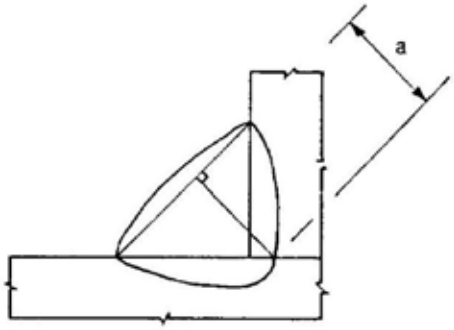

**Bild 4.4 — Kehlnahtdicke bei tiefem Einbrand**
- ***Bei der Bestimmung der Beanspruchbarkeit einer Kehlnaht mit tiefem Einbrand kann eine vergrößerte Nahtdicke berücksichtigt werden, siehe Bild 4.4, wenn der über den theoretischen Wurzelpunkt hinausgehende Einbrand durch eine Verfahrensprüfung nachgewiesen wird.***